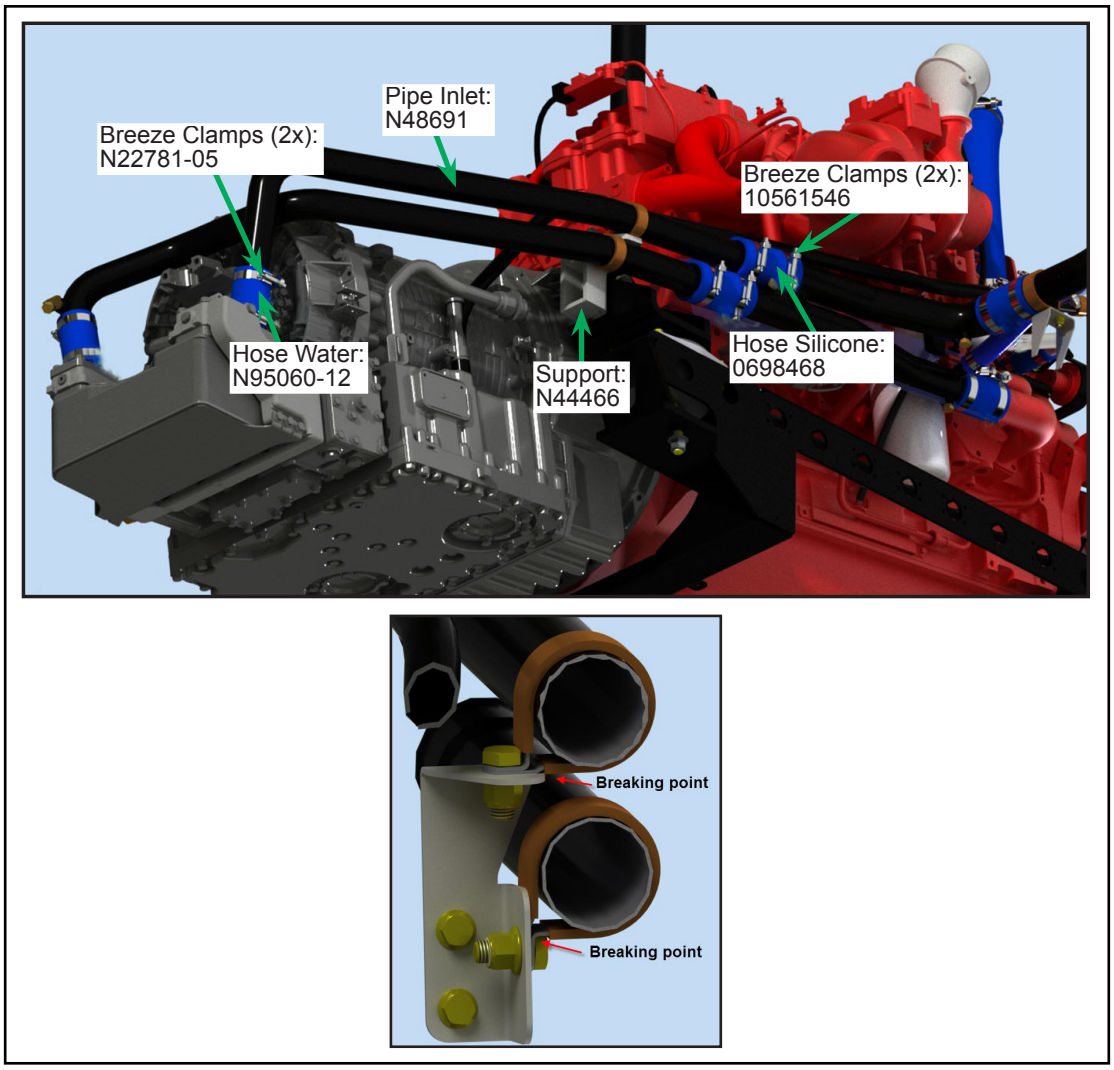

Figure 7 - Typical View of Transmission Cooling Pipes and its Accessories
1.12. Remove and discard the existing clamps, hoses, pipe inlet and support (see Figure 7).